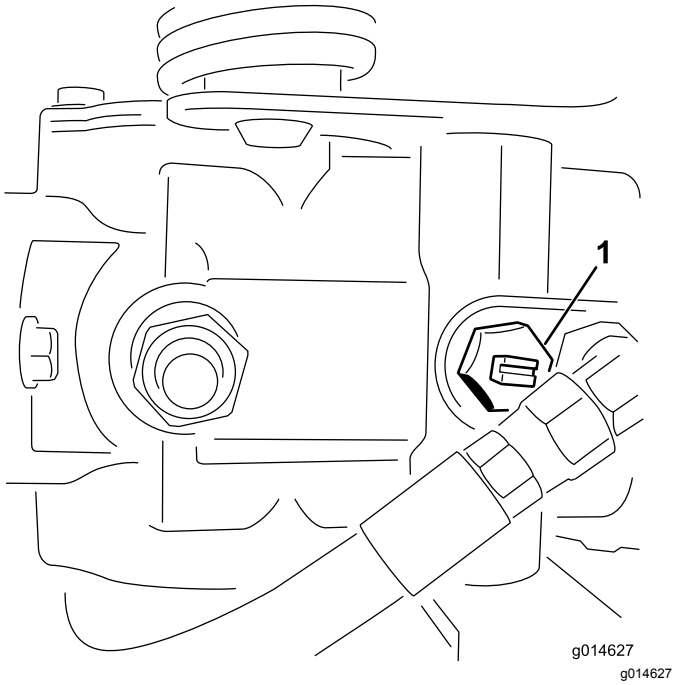

Rysunek 41
1. Znajdź na pompie zawór obejściowy i obracaj nim tak, aby szczelina była skierowana pionowo (Rysunek 41).
2. Przed uruchomieniem silnika zamknij zawór obejściowy, obracając nim tak, aby szczelina znajdowała się w położeniu poziomym (Rysunek 41). Nie uruchamiaj silnika przy otwartym zaworze.